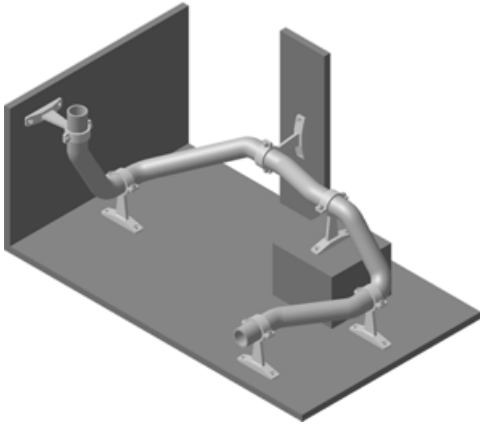

Рис. 8.74
- В окне модели система выполнит построение трубы (рис. 8.74). С помощью команды **Вид | Скрыть эскизы** отключите отображение эскизов.